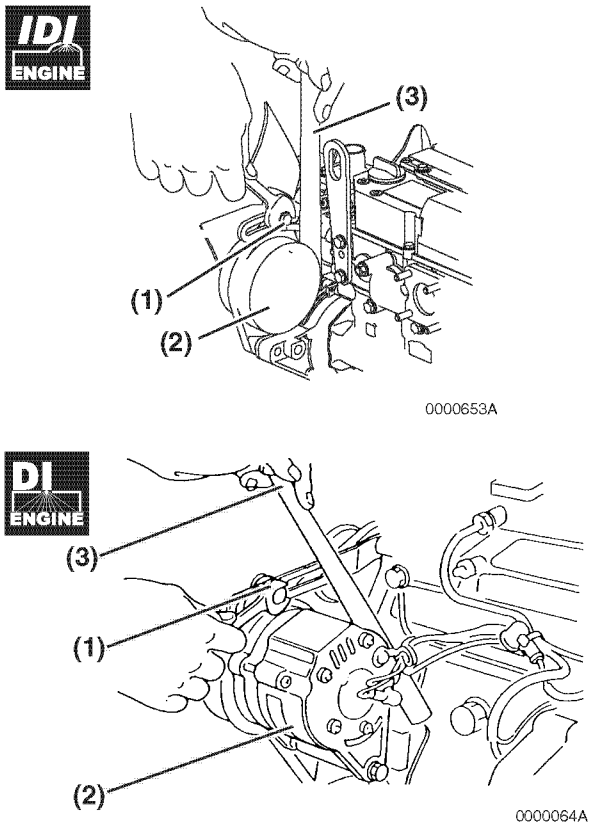

*Figure 5*
2. If necessary, adjust the V-belt tension. Loosen the adjusting bolt **(Figure 5, (1))** and move the alternator **(Figure 5, (2))** with a pry bar **(Figure 5, (3))** to tighten the V-belt to the desired tension. Then tighten the adjusting bolt.